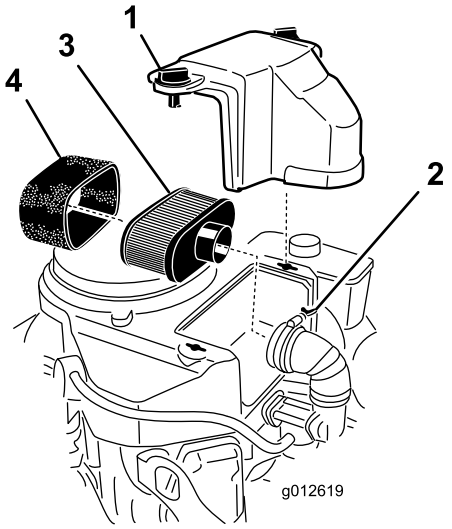

Figur 32
3. Gör rent runt luftrenaren så att inte smuts faller ner i motorn och orsakar skador (Figur 32).
4. Öppna kåpans vred och ta bort luftrenarkåpan (Figur 32).
5. Skruva loss slangklämman och ta bort luftrenarenheten (Figur 32).
6. Dra försiktigt bort skumplastinsatsen från pappersinsatsen (Figur 32).
1. Rengör pappersinsatsen genom att knacka på den för att få bort damm. Om pappersinsatsen är mycket smutsig bör den bytas ut mot en ny (Figur 32).
Rengör inte pappersfiltret. Byt ut det var 200:e körtimme (Figur 32). Kontrollera att gummitätningen inte har sprickor, oljebeläggning eller skador och byt ut den om den är skadad.
1. Skjut försiktigt på skumplastinsatsen på pappersinsatsen (Figur 32).
2. Sätt luftrenaren på luftrenarbasen eller slangen och fäst den (Figur 32).
3. Sätt luftrenarkåpan på plats och dra åt kåpvreden (Figur 32).